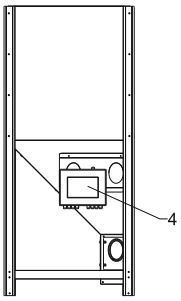

RYS.5
3. PRZYKRĘCIĆ OBUDOWĘ STEROWANIA (4) W TEN SPOSÓB, BY NIE ZAKRYWAf:A ONA OTWORU PRZELOTOWEGO RURY PODAJNIKA (RYS.5)